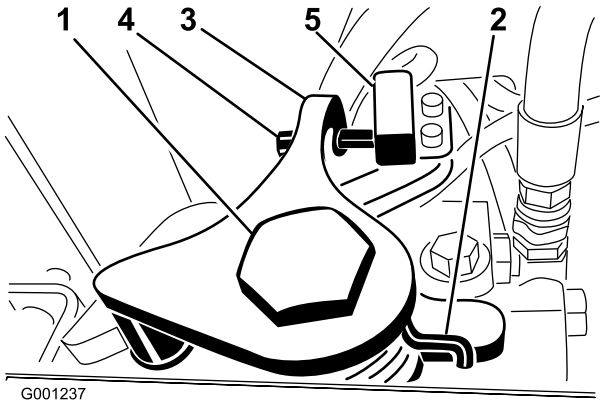

**Figur 56**
3. Løsn holdeskruen modsat traktionsjusteringsknasten (Figur 56).
7. Juster skruen på returneringsarmen til neutral (Figur 56), indtil afstanden mellem enden af skruen og kontakten er 2–3 mm.